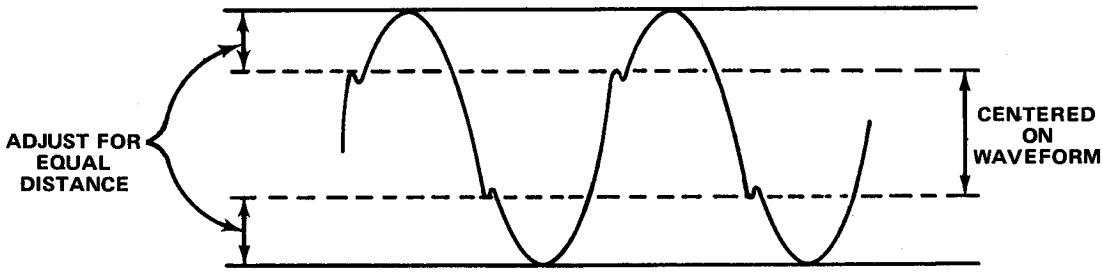

Fig. 5-2. Method for adjusting trigger preset.
d. Check that the aberrations are centered about the center of the sine wave (see Figure 5-2).
e. Adjust R49 to center the aberrations about the center of the sine wave (see Figure 5-2).
g. Check that the aberrations are centered about the center of the sine wave (see Figure 5-2).
h. Adjust R149 to center the aberrations about the center of the sine wave (see Figure 5-2).